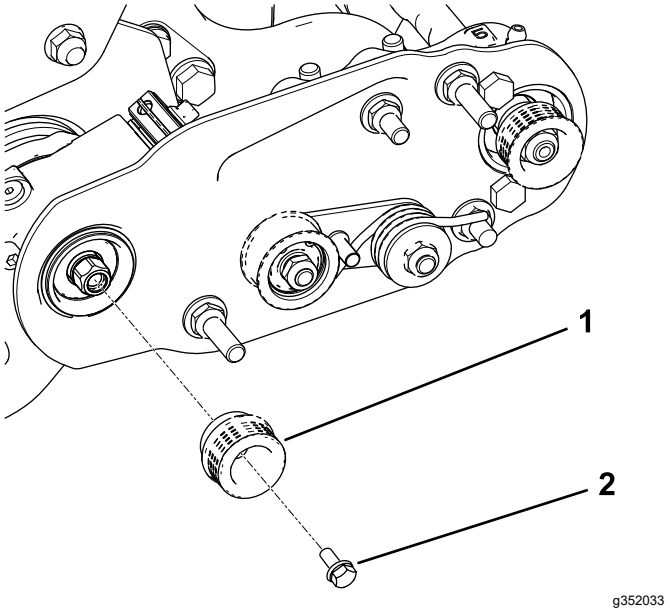

Figura 15
2. Montate la puleggia motrice sull'albero del groomer (Figura 15).
3. Applicate un composto frenafiletti blu sul bullone a testa flangiata e utilizzate il bullone per fissare la puleggia all'albero di trasmissione; fate riferimento a Figura 15.